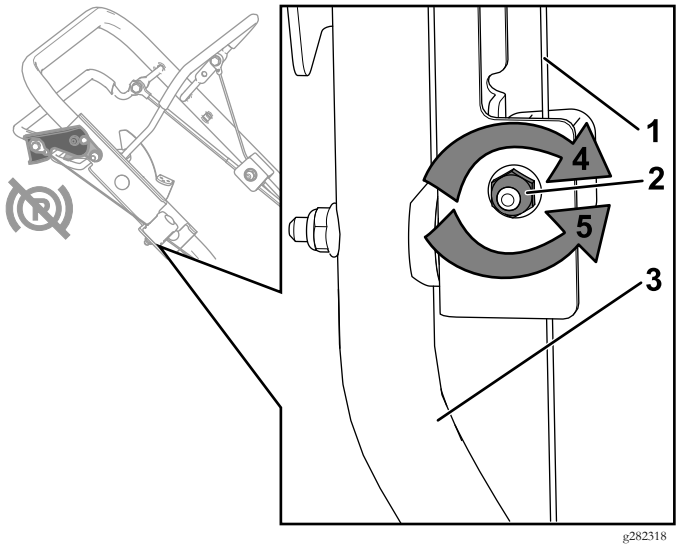

Figure 37
2. Turn the adjustment nut counterclockwise to loosen the cable adjustment (Figure 37).
3. Adjust the tension on the cable (Figure 37) by pulling or pushing the cable jacket and holding that position.